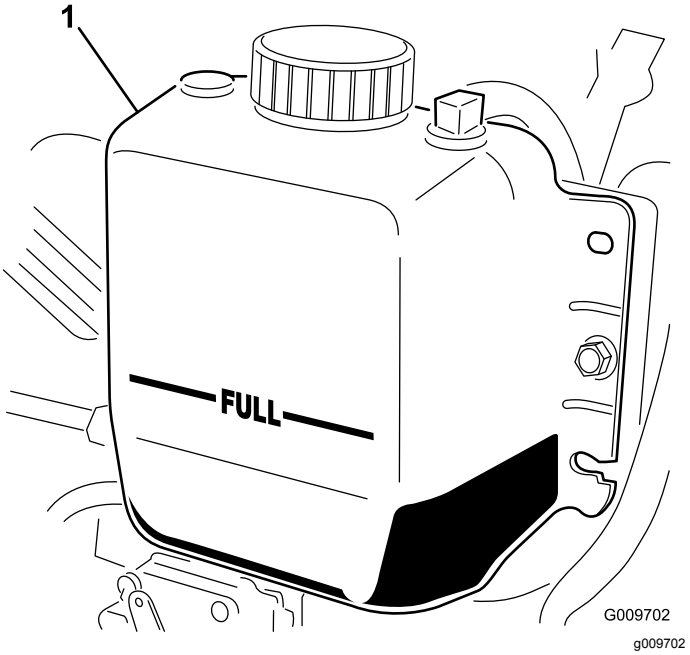

Figur 90
2. Kontroller kjølemiddelnivået i radiatoren. Fyll radiatoren opp til toppen av påfyllingshalsen og ekspansjonstanken opp til FULL-merket (Figur 90).